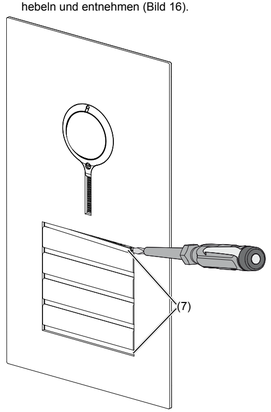

Bild 16: Lösen der Abdeckstreifen
- Die verriegelnden Abdeckstreifen (7) oben und unten mit dem Schraubendreher nach vorne hebeln und entnehmen (Bild 16).